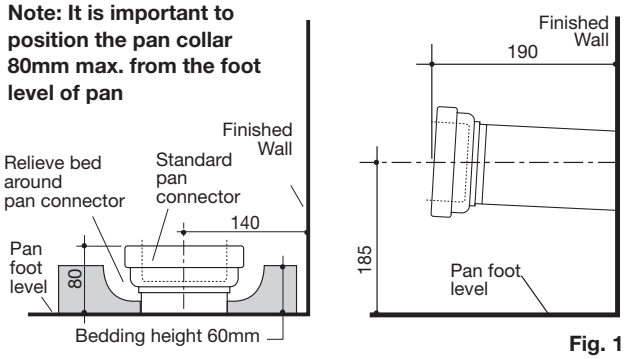

Fig. 1
The Caravelle Smartflush pan 'S' and 'P' Trap installation are detailed in **Fig. 1.** The recommended set-out for 'S'-Trap installations is 140mm from the finished wall. **It is important to position the pan collar 80mm max. from the foot level of pan as detailed in Fig. 1.**
**3-** Prepare bedding sand cement mixture 3:1 to depth of 60mm as detailed in **Fig.1**.